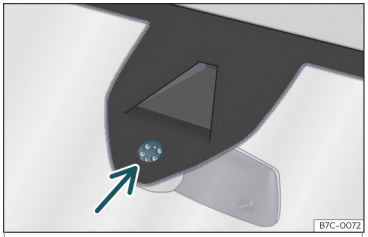

Fig. 98 Suprafața sensibilă a senzorului de ploaie
Cauzele posibile ale defecțiunilor și indicațiilor incorecte *ale suprafeței senzoriale* ››› **fig. 98** a senzorului de ploaie includ:
- **Curățați periodic suprafața sensibilă a senzorului de ploaie››› fig. 98 (săgeată) și verificați starea lamelor ștergătoarelor.**